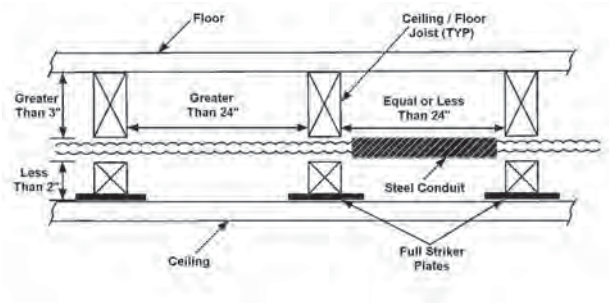

Fig. 4-41
b) At concealed support points and points of penetration 2 to 3 inches from any edge of a stud, joist plate, etc., listed 1/4 striker plates are required to provide protection throughout the area of penetration (Fig. 4-41 and 4-42).
f) Tubing routed horizontally through structural members shall be protected from puncture threats with the appropriate shielding material (Figure 4-41 and 4-42). At penetration points, listed plates of the appropriate size shall be utilized. Tubing between constraints that are less than 24 inches apart and meeting the criteria requiring full striker plates, shall be additionally protected by Steel Conduit (Fig. 4-43).